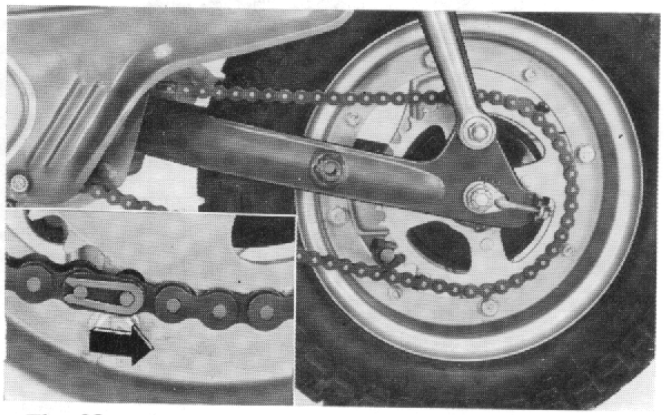

Fig. 98
(1) The drive chain should be so connected that the closed end of the link clip should point toward the direction of the normal chain rotation.
(2) Inspect the drive chain for wear and damages. **(Fig. 98)**